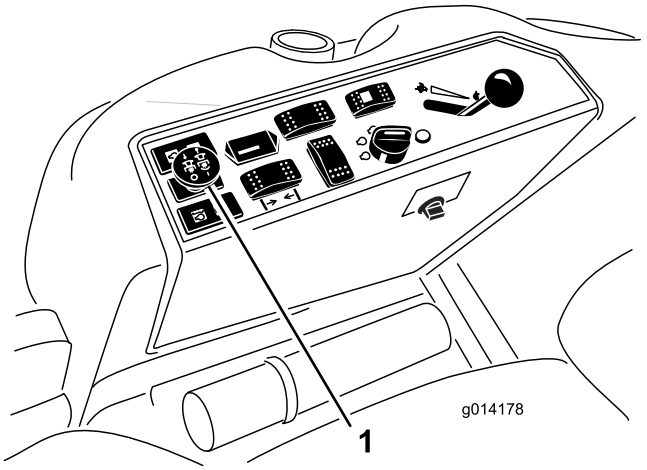

Figur 15
3. Dra upp kraftuttagsbrytaren för att koppla in den (Figur 15).